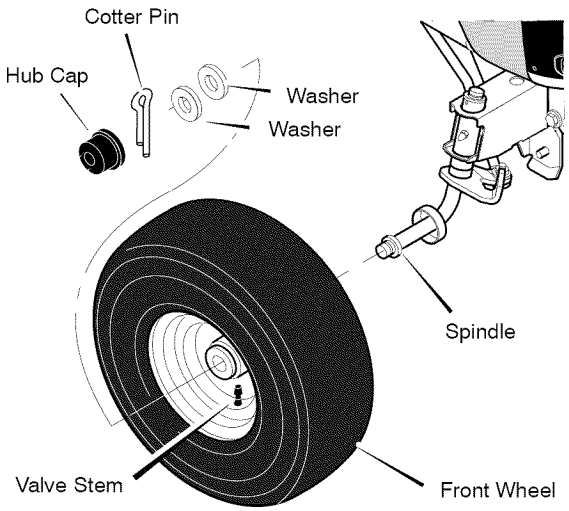

Figure 34
1. Make sure the **valve stem** is to the outside of the tractor. Slide the **front wheel** on the **spindle** (See Figure 34).